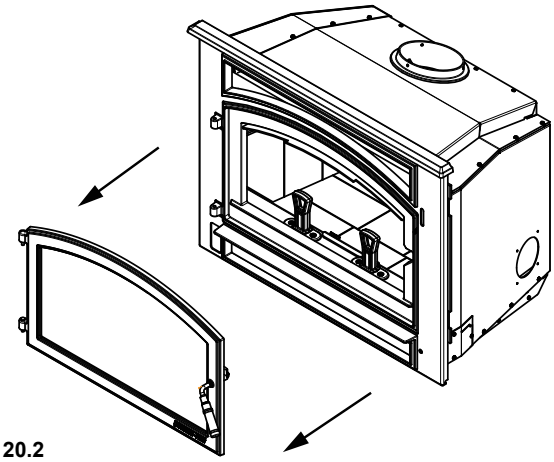

Figure 20.2
2. Retirez la porte en déverrouillant la poignée de l'avant et en soulevant la porte, mettez de côté en la déposant sur une surface de protection **(Figure 20.2)**.
8. Réinstallez la façade en avant de l'appareil **(Figure 20.2 à la page 20)**.
9. Réinstallez la porte à l'avant de l'appareil **(Figure 20.2 à la page 20)**.